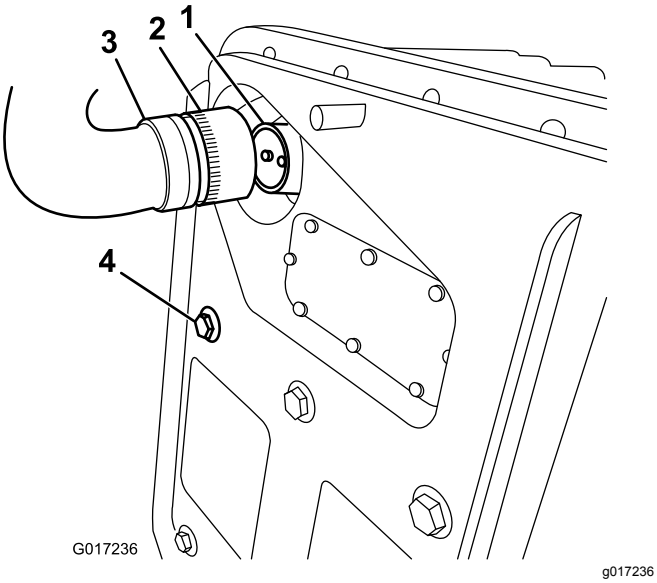
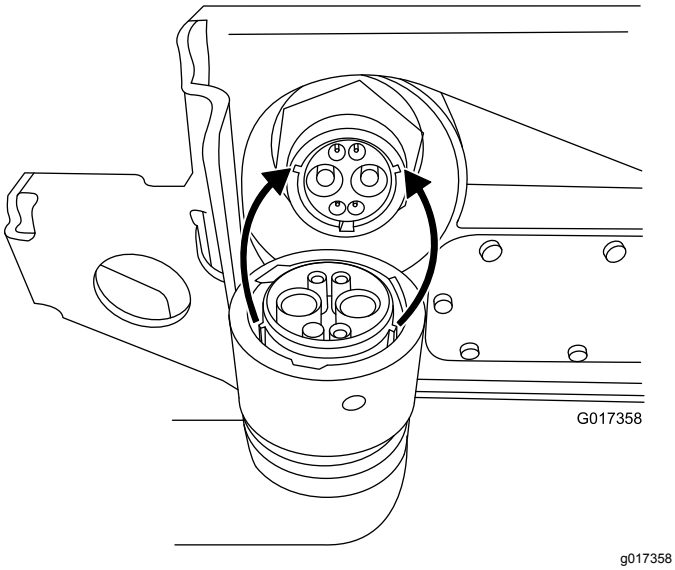

**Rysunek 13**
**Rysunek 14**
**Informacja:** Dociśnij złącze wiązki przewodów do gniazda akumulatora (Rysunek 13 oraz Rysunek 14).